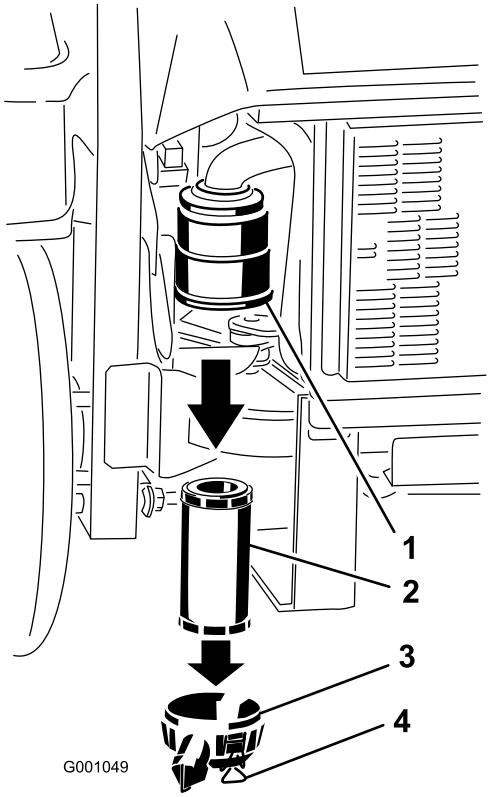

Figuur 32
3. Maak de sluitingen op het luchtfilter los en trek het luchtfilterdeksel van de luchtfilterbehuizing (Figuur 32).
5. Schuif het filter voorzichtig uit de luchtfilterbehuizing (Figuur 32). Zorg ervoor dat u niet met het filter tegen de zijkant van de luchtfilterbehuizing stoot.